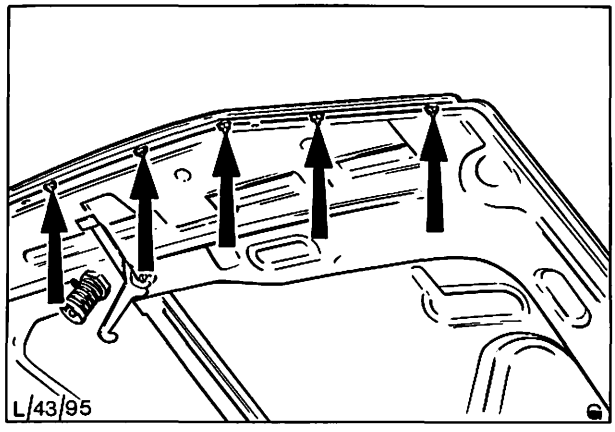

Abb. 11 Befestigungszapfen der Zierleiste vorne an der Motorhaube
1. Motorhaube öffnen. Muttern und Unterlegscheiben von der Unterseite (Abb. 11) der Motorhaube entfernen und Zierleiste abnehmen.